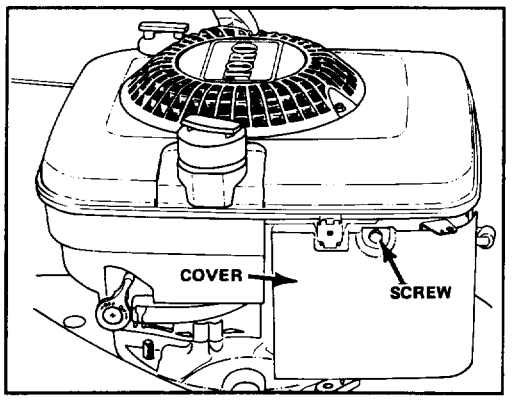

Figure 14
2. Remove screw securing air cleaner cover to engine (Fig. 14). Lift off air cleaner cover. Clean cover thoroughly.